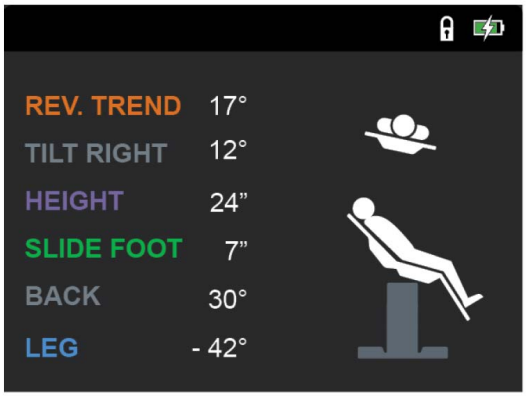

Figura 4-10. Pantalla típica de la articulación de la mesa
6. Al pulsar un botón, se envía un comando a una articulación de la mesa. La pantalla muestra una imagen aproximada de la articulación (consulte *Figura 4-10*).